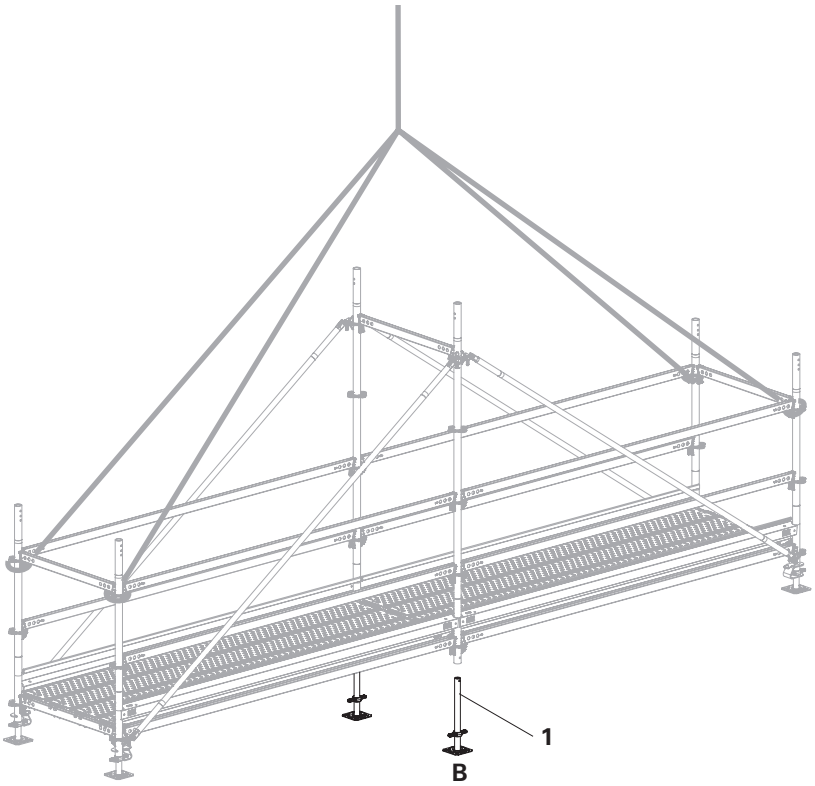
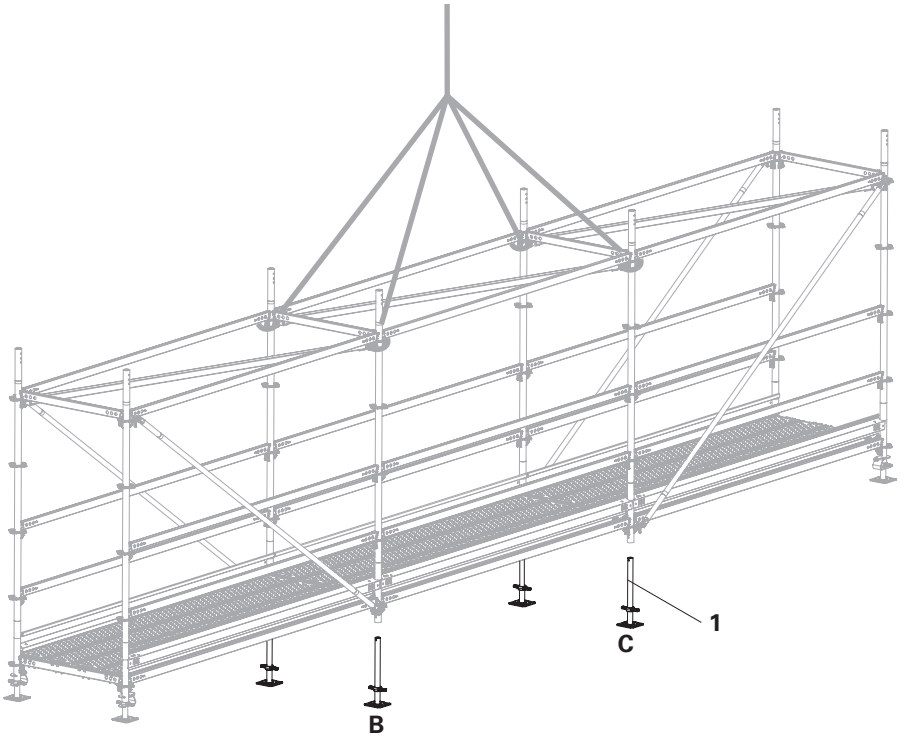

Fig. A2.03
Fig. A2.04
2. Check that the base spindles (**1**) of the centre frame columns (**B**) (Fig. A2.03) or (**B + C**) (Fig. A2.04) have come to a stop on the assembly surface. Otherwise loosen the base spindles by hand and set them down.